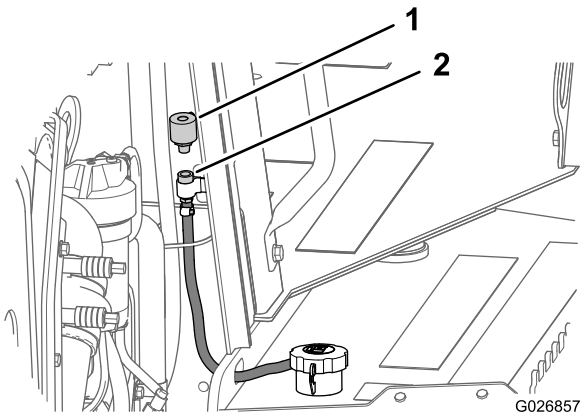

Figura 72
2. En el lado delantero del compartimiento del motor, retire el respiradero del acoplamiento de tubo girando el respiradero en sentido antihorario (Figura 72).
3. Instale un respiradero nuevo en el acoplamiento del tubo y apriételo a mano solamente (Figura 72).